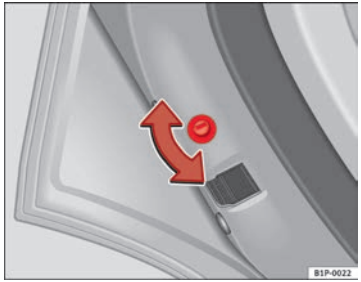
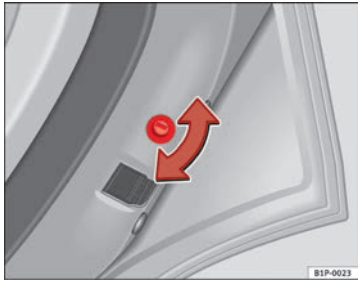

Fig. 61 Childproof lock on the left hand side door
Fig. 62 Childproof lock on the right hand side door ▶
– With the door open, rotate the groove in the door using the ignition key, clockwise for the left hand side doors, and anti-clockwise for the right hand side doors ⇒ fig. 61 ⇒ fig. 62.
– With the door open, rotate the groove in the door using the ignition key, clockwise for the right hand side doors, and anti-clockwise for the left hand side doors ⇒ fig. 61 ⇒ fig. 62.